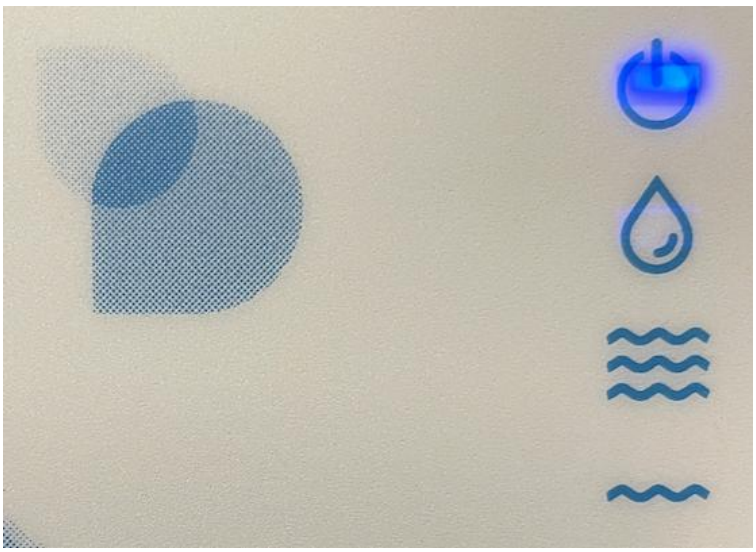

Figura 1 – Stato livello normale
i. **Livello Normale** – il livello è considerato normale quando l'acqua è sopra il livello minimo (cioè sonda MIN e NORMALE in acqua) e sotto il livello massimo (sonda i.e. MAX e NHIGH fuori dall'acqua). In questa situazione, l'apparecchiatura non funziona e si accende solo la spia "ON" (figura 1).